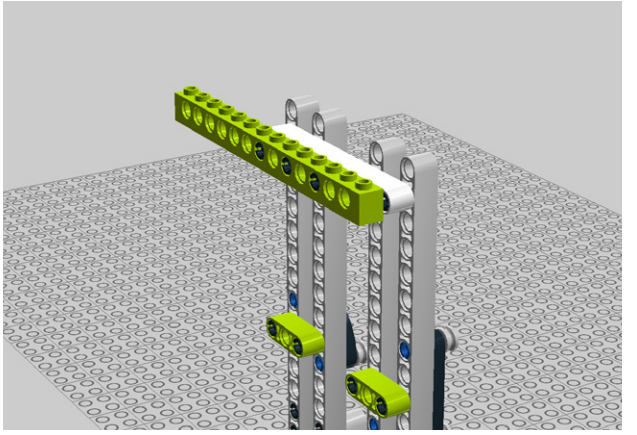

Figure 5-58. *Step 51: Attaching a brick and two beams*
51. Add two 3M beams and a big ol' Technic brick (Figure 5-58).